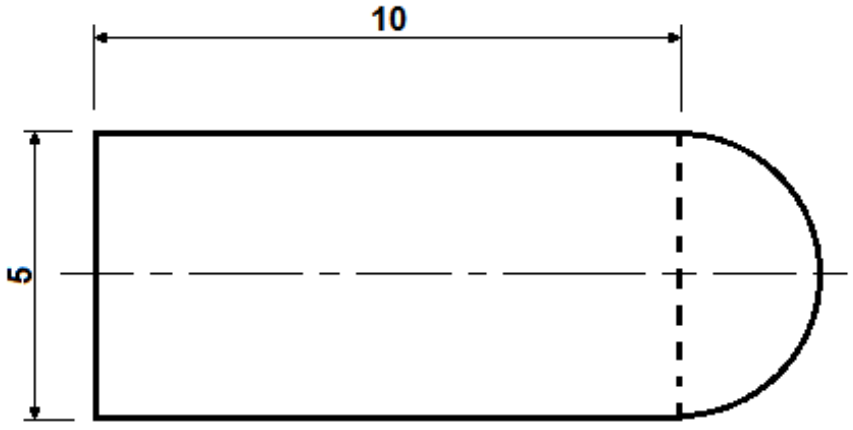

FIGUUR 1 (6)
1.3 FIGUUR 1 is die vloerplan van 'n vloer wat geverf moet word.